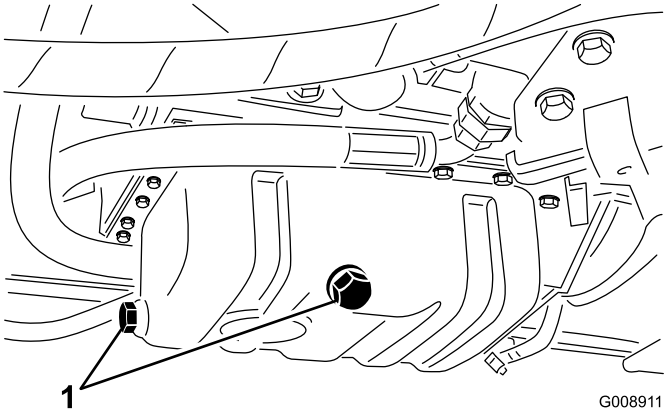

Figur 61
1. Ta bort en av avtappningspluggarna (Figur 61) och låt oljan rinna ned i avtappningskärlet. Sätt tillbaka pluggen när oljan har slutat att rinna.